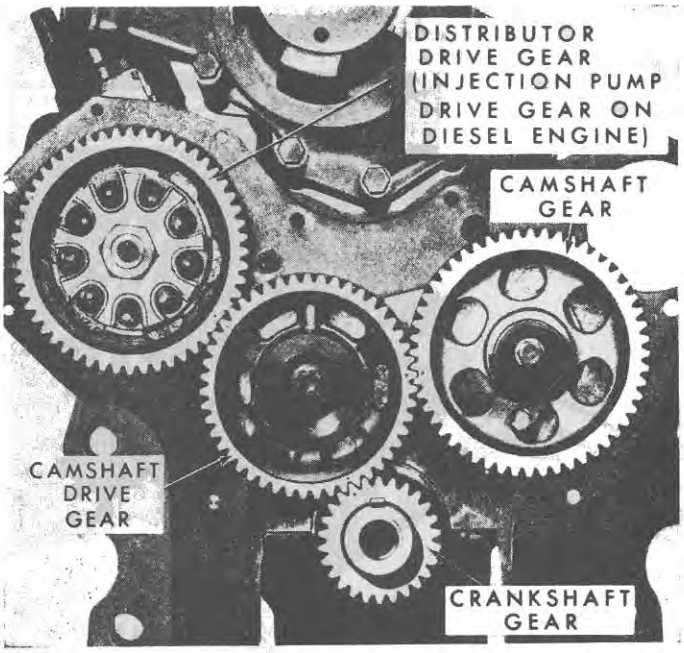

Figure 27
1. The timing gears are shown in Figure 27. The gears are correctly assembled when the timing marks on the gear teeth line up, as shown in the illustration, with the No. 1 piston on T.D.C.
1. Retime the engine before installing the injection pump or distributor drive gear. To do this remove the camshaft drive gear, place No. 1 piston at top dead centre, and reinstall the camshaft drive gear in mesh and the timing marks aligned to the other gears as shown in Figures 27 and 29. Tighten the camshaft drive gear adapter bolt to the specified torque, page 68.